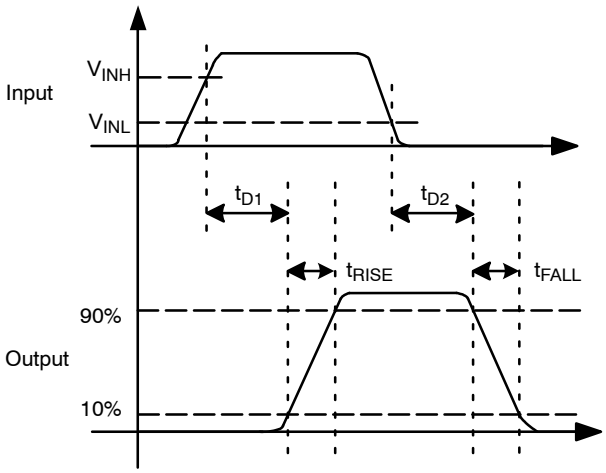

Figure 7. Non−Inverting (EN HIGH or Floating)
12. See Timing Diagrams of Figures 7 and 8.